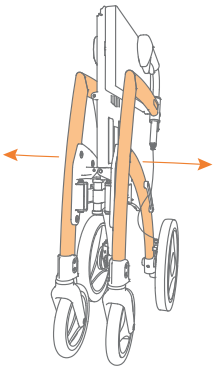

Figuur 7: Klap uit door het frame naar buiten te trekken.
a. Trek de zijkanten aan het frame naar buiten tot de rollator bijna geheel is uitgeklapt **(Figuur 7)**.